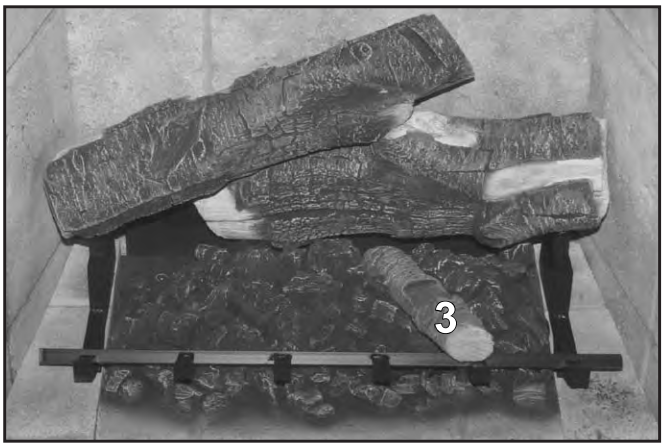

Figure 75: Log 3 in Place.
3. Insert Log 3 into the groove on the burner top. The groove has a stop at the rear to position the log properly from front to back. Refer to Figure 75.